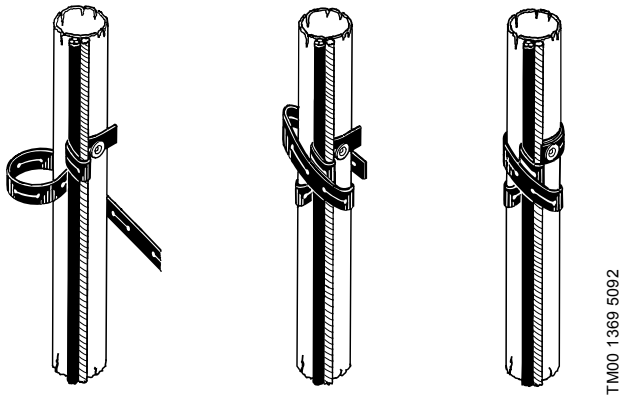

Рис. 15 Кабелди бекитүү
3. Тросту *Рис. 15* сүр. көрсөтүлгөндөй чөктүрмө кабелге узатасынан жайгаштырыңыз.